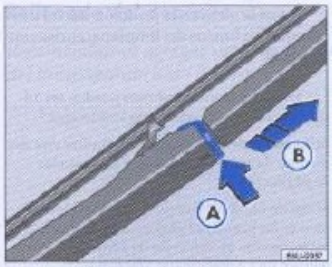

Fig. 116 Sustitución de la aleta del limpiador de la luneta
– Presione la traba de la aleta del limpiador de la luneta ⇒ fig. 116, en el sentido de la flecha Ⓐ.
– Tire de la aleta del limpiador del cristal ⇒ fig. 116, en el sentido de la flecha Ⓑ.